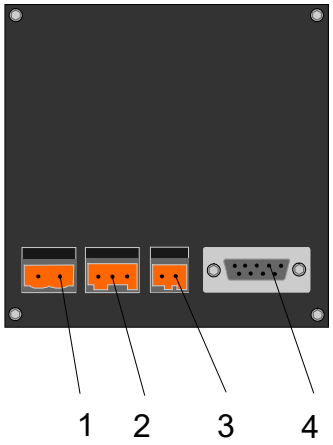

Fig. 3: Sockets at the back of the unit
- First connect a temperature controller to the BUS interface of the ELT-ANZ (Fig. 3, Pos. 3).